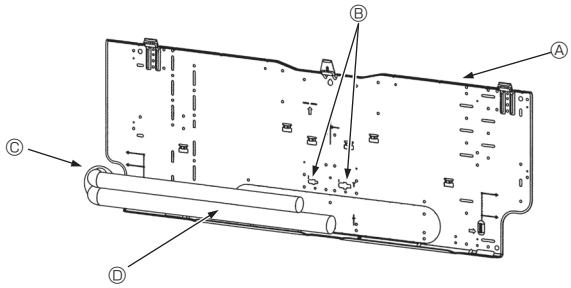

Fig. 3-5
3.3. Lors de l'insertion des tuyaux dans le mur (Fig. 3-5)
- Ⓐ Planche d'installation ①